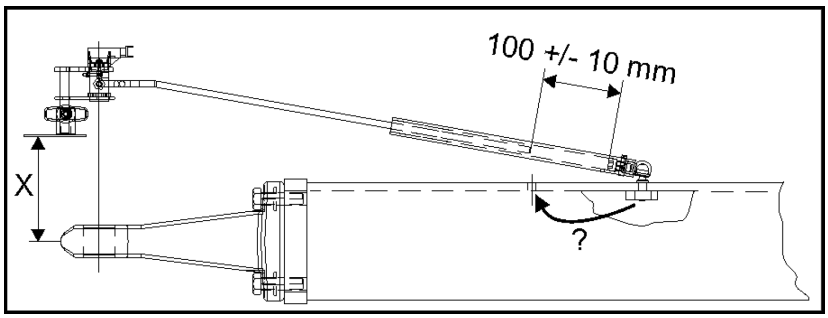

Rys. 103
- Odstęp między punktem dołączenia a czujnikiem kąta obrotu (Rys. 103/ X) musi być możliwie mały (w szczególności przy zaczepie Hitch).